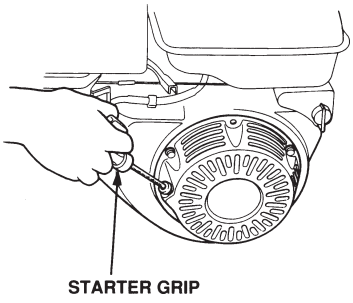

Figure 15. Starter Grip
6. Pull the ***starter grip*** (Figure 15) lightly until you feel resistance, then pull briskly. The drum should be rotating at this time.